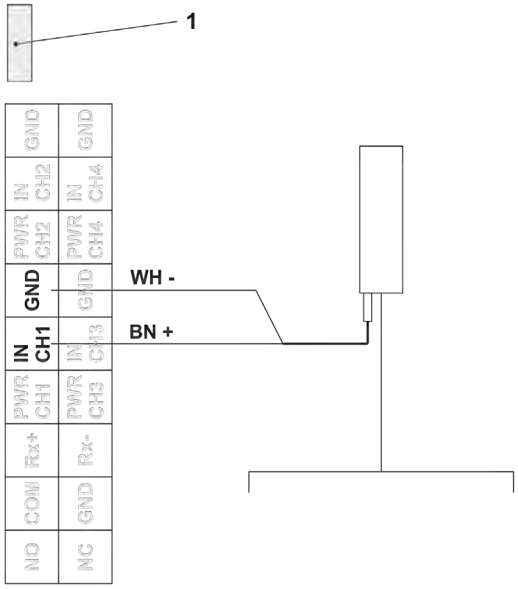

Fig. 29-5 Connecting a Rain Gauge
Rain Gauge: Chap. "29.4 Connecting the Rain Gauge" and Fig. 29-5.
1. Plug the enclosed jumper (short circuit bridge) (Fig. 29-5 Pos. 1) onto the two empty pins next to the terminal strip.
3. Connect the brown and white wires to the terminal strip according to Fig. 29-5.